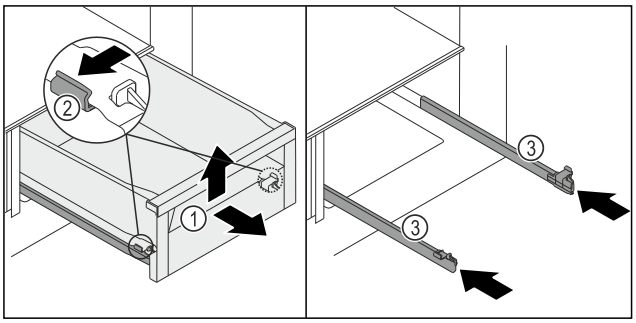

Fig. 170
- ▶ Sortir le tiroir *Fig. 170 (1)* jusqu'en butée.
- ▶ Tirer simultanément sur les languettes *Fig. 170 (2)* des rails situées à gauche et à droite.
- ▷ Le tiroir *Fig. 170 (1)* se détache des rails.
- ▶ Soulever l'avant du tiroir *Fig. 170 (1)*.
- ▶ Retirer le tiroir *Fig. 170 (1)* par l'avant.
- ▶ Pousser les rails *Fig. 170 (3)*.